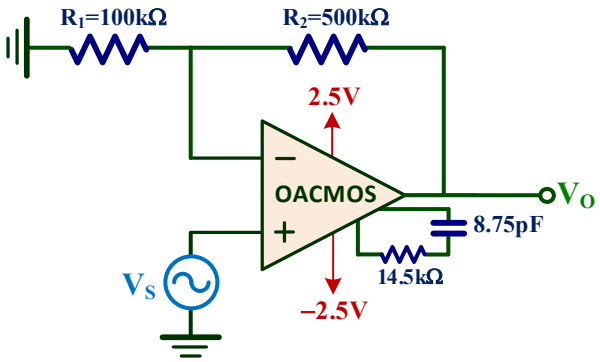

***Figura XII.11**. Esquema de un amplificador no-inversor basado en un OA CMOS compensado.*
I) Editar con LTSpice el amplificador no-inversor de la figura XII.11. Obtener mediante simulación su ganancia en tensión ($A_V=V_O/V_S$) y su ancho de banda.
El circuito de la figura XII.11 tiene una ganancia en tensión A_V teórica de